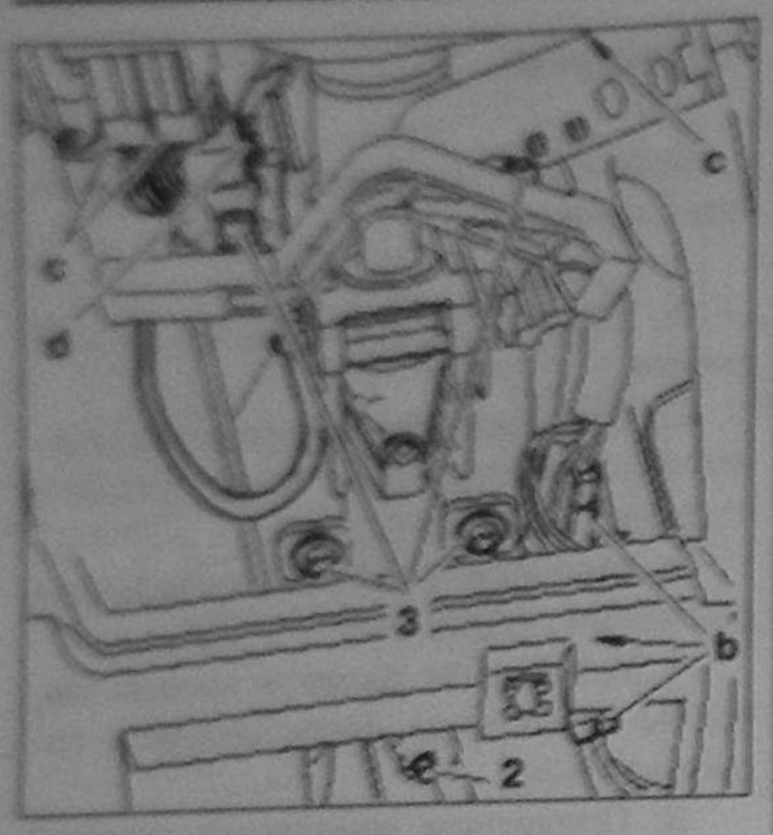

Рис. 9.128. Снятие и установка рулевой колонки: 2 – Винт крепления карданного шарнира; 3 – Винты крепления рулевой колонки.
14. Затяните винт **2** моментом 23 Нм (рис. 9.128).